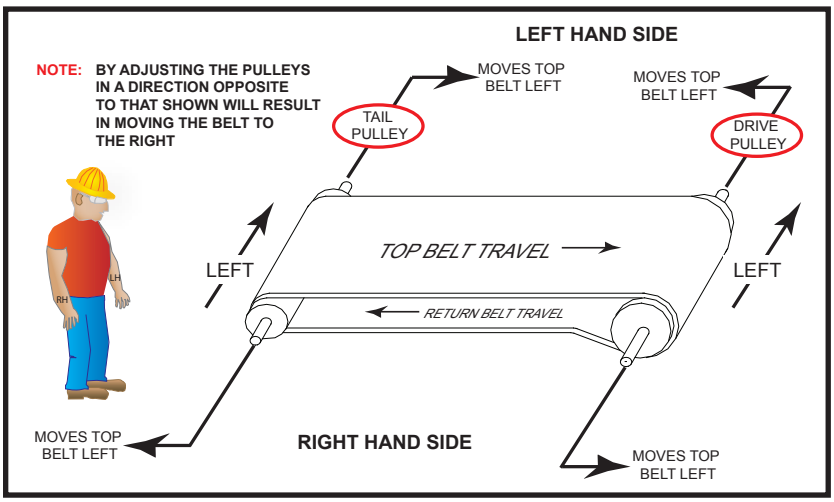
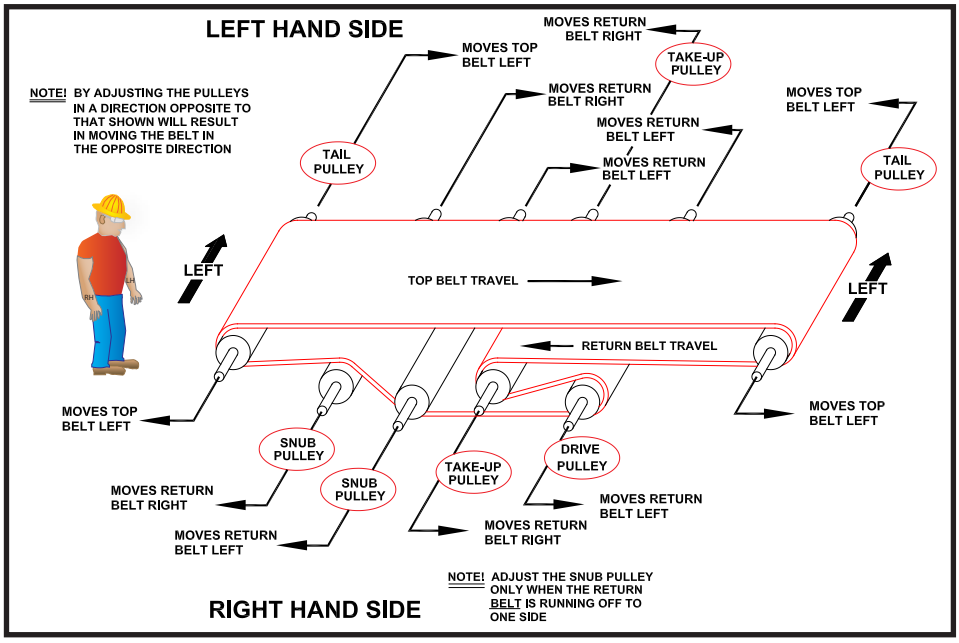

FIGURE 7
FIGURE 8
1. The first step in belt tracking is to make sure all pulleys are parallel with each other and perpendicular to the frame. Once this has been done refer to ***FIGURE 7*** for proper tracking adjustments on end drive conveyors or ***FIGURE 8*** for proper tracking on center drive and take-up conveyors.